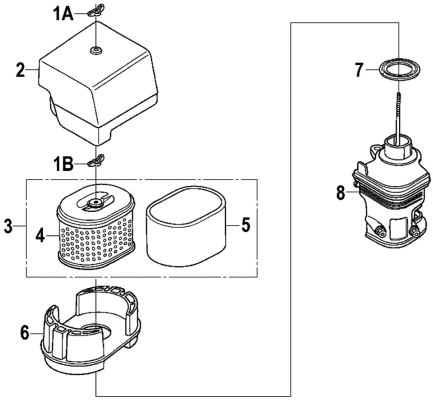

Рис. 23 Обслуживание воздушного фильтра
1. Открутите барашковую гайку 1А и снимите крышку 2 воздушного фильтра (Рис. 23).
2. Открутите барашковую гайку 1В и извлеките из корпуса воздушный фильтр 3 в сборе (Рис. 23).
3. Проверьте целостность и чистоту фильтрующих элементов. Поролоновый (предварительный) фильтрующий элемент 5 установлен на корпусе бумажного фильтрующего элемента 4 (Рис. 23).
4. При незначительном загрязнении промойте поролоновый фильтрующий элемент 5 (Рис. 23) теплым
6. Произведите очистку опоры 6, основания 8 и крышки 2 воздушного фильтра, не допуская попадания грязи в воздуховод, ведущий к карбюратору. (Рис. 23).
7. Перед установкой воздушного фильтра убедитесь, что уплотнительное кольцо 7 воздушного фильтра находится на месте и не имеет повреждений (Рис. 23).